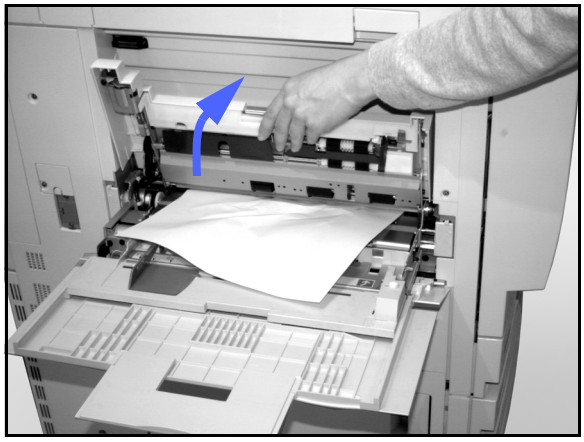

Figuur 17: De bovendeksel van papierlade 5 optillen
2. Indien nodig de hendel op de bovendeksel (in het midden) vastpakken en de deksel van papierlade 5 naar het kopieerapparaat/de printer toe drukken om toegang te verkrijgen tot de papierstoring (figuur 16 en figuur 17).